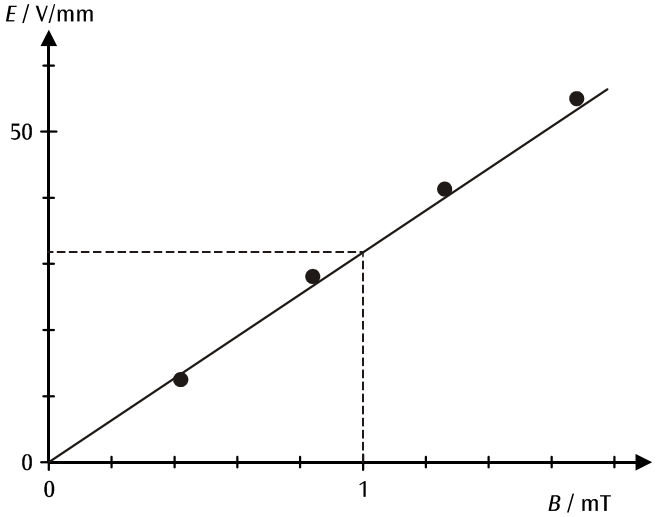

Fig. 6: Representação gráfica dos valores de medição da tab. 4
e) Para a confirmação da equação (7) calcula-se dos valores de medição da tab. 2 os pares de valores *B* e *E*, nos quais o desvio do feixe de elétrons é compensado a zero (veja tab. 4) e representa o resultado de um diagrama *E*-*B*. (veja fig. 6).